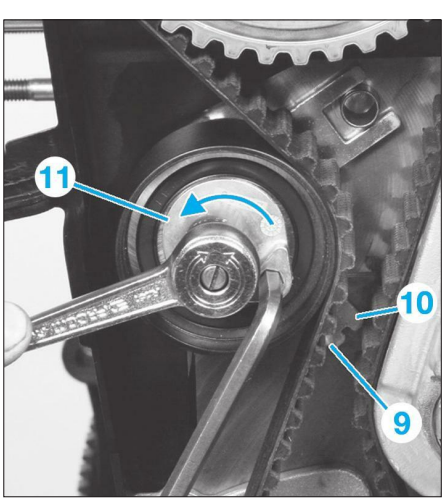

**Fig. 13**
• Placer l'index (9) sous le repère (10) en tournant le galet tendeur (11) dans le sens inverse horaire **(Fig.13)** et serrer la vis du galet tendeur.